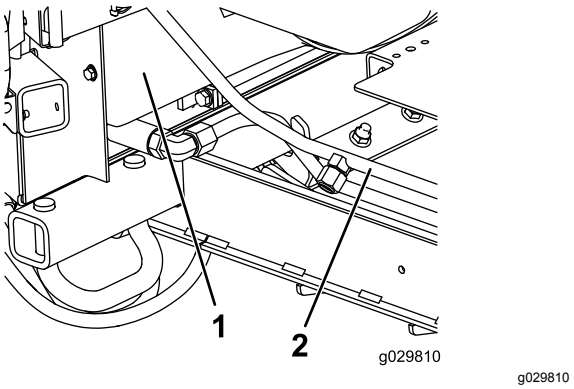

Rysunek 13
1. Naczynie do spuszczania oleju umieść po prawej stronie maszyny, tuż przed ramą głównej chłodnicy, pod przewodem powrotnym chłodnicy oleju (Rysunek 13 lub Rysunek 14).